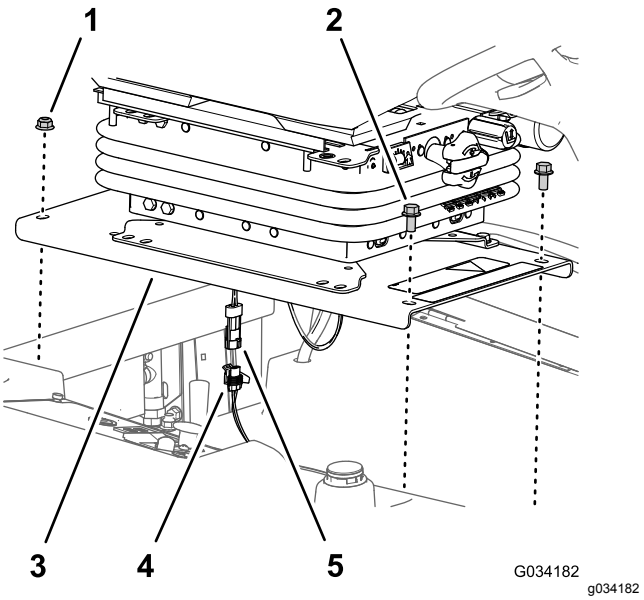

Figuur 35
1. Verwijder de 2 flenskopbouten (3/8 x 3/4") waarmee de voorkant van de stoelplaat aan het chassis van de machine is bevestigd (Figuur 35).
2. Verwijder de 2 flenskop-borgmoeren (⅜") waarmee de achterkant van de stoelplaat op het chassis van de machine gemonteerd is (Figuur 35)
4. Koppel de connector met 2 pencontacten van de kabelboom van de dodemansknop los van de connector met 2 bussen van de kabelboom van de machine (Figuur 35).
2. Sluit de connector met 2 pencontacten van de kabelboom van de dodemansknop aan op de connector met 2 bussen van de kabelboom van de machine, zie Figuur 35.
3. Lijn de achterste gaten in de stoelplaat (Figuur 35) uit met de 2 slotbouten (⅜" x 1") in het radiateurkanaal.
4. Monteer de stoelplaat (Figuur 35) op de slotbouten met de 2 flensborgmoeren (⅜") die
5. Lijn de voorste gaten in de stoelplaat (Figuur 35) uit met de draad van de tankstangen.
6. Monteer de stoelplaat (Figuur 35) op de tankstangen met de 2 flenskopbouten (⅜" x ¾") die u hebt verwijderd in stap 1 van De stoel en de stoelplaat verwijderen (bladz. 41).